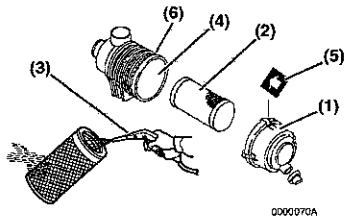
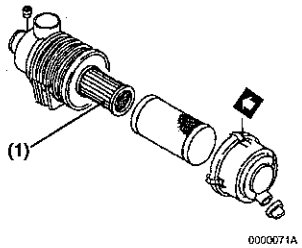

Figura 13
Figura 14
Il filtro dell'aria tipico mostrato in **Figura 13** e **Figura 14** è solo a scopo illustrativo.
1. Sganciare e rimuovere la copertura del filtro dell'aria **(Figura 13, (1))**.
2. Rimuovere l'elemento **(Figura 13, (2))** (elemento esterno, se ne sono presenti due).
3. Pulire l'elemento dall'interno verso l'esterno utilizzando aria compressa **(Figura 13, (3))** alla pressione di 42-71 psi (0,29-0,49 MPa, 3,0-5,0 kgf/cm²) per rimuovere la polvere. Per evitare danni all'elemento, utilizzare la pressione più bassa possibile.
4. Se il filtro dell'aria è dotato di doppio elemento, *rimuovere e sostituire l'elemento interno* **(Figura 14, (1))** *solo se la potenza del motore decresce o se si attiva la spia che indica la presenza di polvere (se presente).*
7. Reinserire l'elemento all'interno dell'involucro del filtro dell'aria **(Figura 13, (4))**.
8. Ripristinare la copertura del filtro dell'aria accertandosi che la freccia **(Figura 13, (5))** sulla copertura corrisponda a quella sull'involucro **(Figura 13, (6))**.
Sostituire l'elemento del filtro dell'aria **(Figura 13, (2))** ogni 500 ore, anche nel caso questo non sia danneggiato o sporco.
Quando si sostituisce l'elemento, pulire l'interno dell'involucro del filtro dell'aria **(Figura 13, (4))**.
Se il filtro dell'aria è dotato di doppio elemento, *rimuovere e sostituire l'elemento interno* **(Figura 14, (1))** *solo se la potenza del motore decresce o se si attiva la spia che indica la presenza di polvere (se presente).* Questa operazione viene effettuata in aggiunta alla sostituzione dell'elemento esterno.